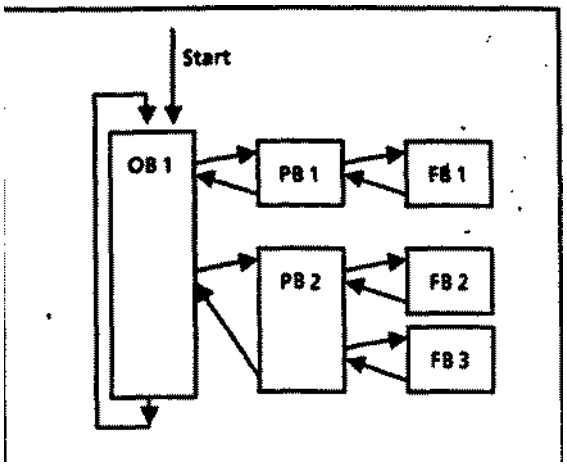

Рис.8.3 Структурное программирование
* структурное программирование (рис. 8.3).